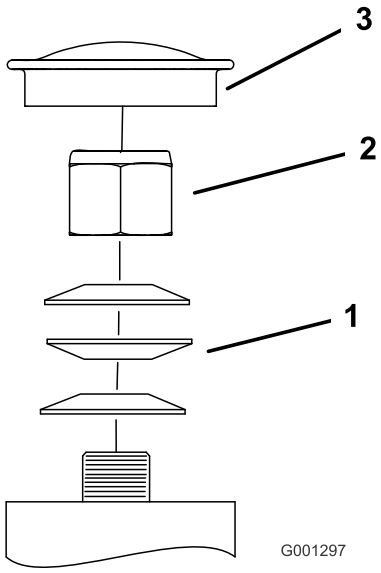
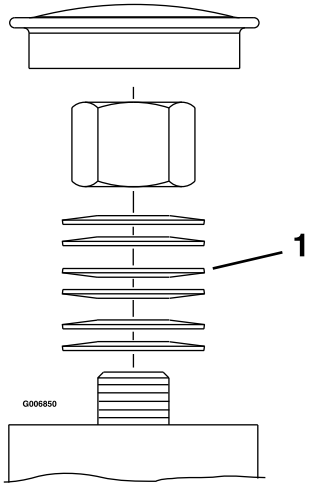

Figur 52
Figur 53
3. Fjern støvhetten fra styringen og trekk til låsemutteren (Figur 52 og Figur 53).
4. Trekk til låsemutteren inntil fjærskivene er flate og gå deretter tilbake 1/4 omdreining for å stille forhåndsbelastningen på lagrene korrekt (Figur 52 ogFigur 53).
Viktig: Påse at fjærskivene er montert korrekt slik det vises i Figur 52 og Figur 53.